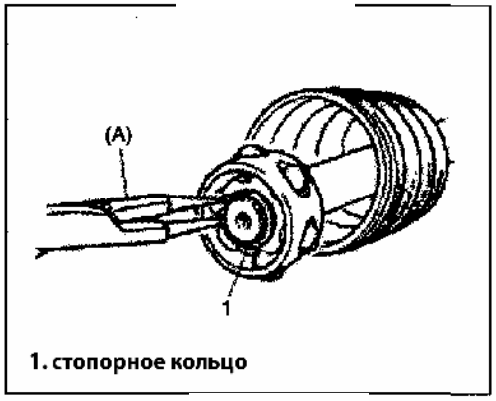

Рис. 476
3) Удалите смазку и снимите стопорное кольцо обоймы при помощи специального инструмента (Рис. 476).